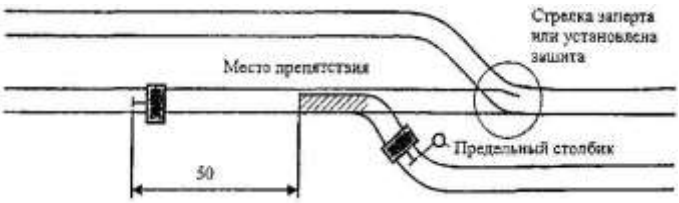

Рис. 5. Схема ограждения места работ на стрелочном переводе
3. По данным карточки задания схематично изобразить место производства работ на станционном пути или стрелочном переводе сигналами остановки (пример приведен на рис. 5).Схема ограждения приведены в п. 3.10 ИСИ.